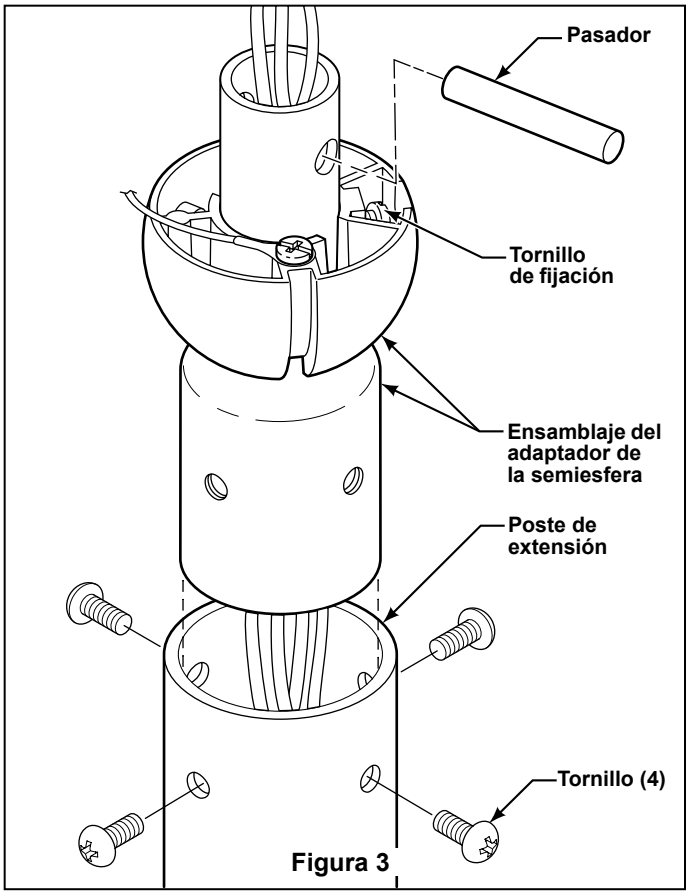

Figura 3
6. Pase los cables y el cable de seguridad a través del ensamblaje del adaptador de la semiesfera. (Figura 3)
7. Arme el ensamblaje del adaptador de la semiesfera a la parte superior del poste de extensión con los 4 tornillos que se incluyen con el ventilador. (Figura 3)